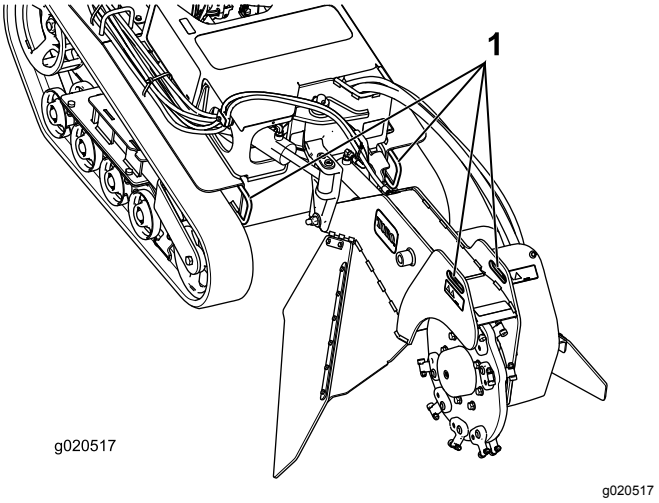
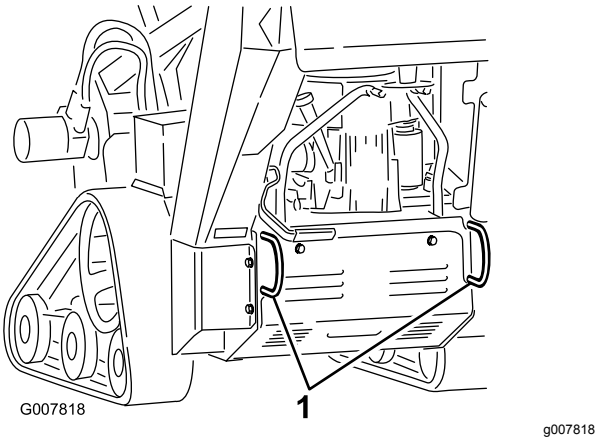

Figuur 21
Figuur 22
3. Bevestig de machine aan een aanhangwagen met kettingen of stroppen. Gebruik de bevestigings-/takelpunten aan de voor- en achterkant van de machine (Figuur 21 en Figuur 22). Raadpleeg de lokale vereisten inzake aanhangers en de bevestiging van machines.
U kunt de machine omhoogbrengen met behulp van de bevestigingspunten als hefpunten (Figuur 21 en Figuur 22).